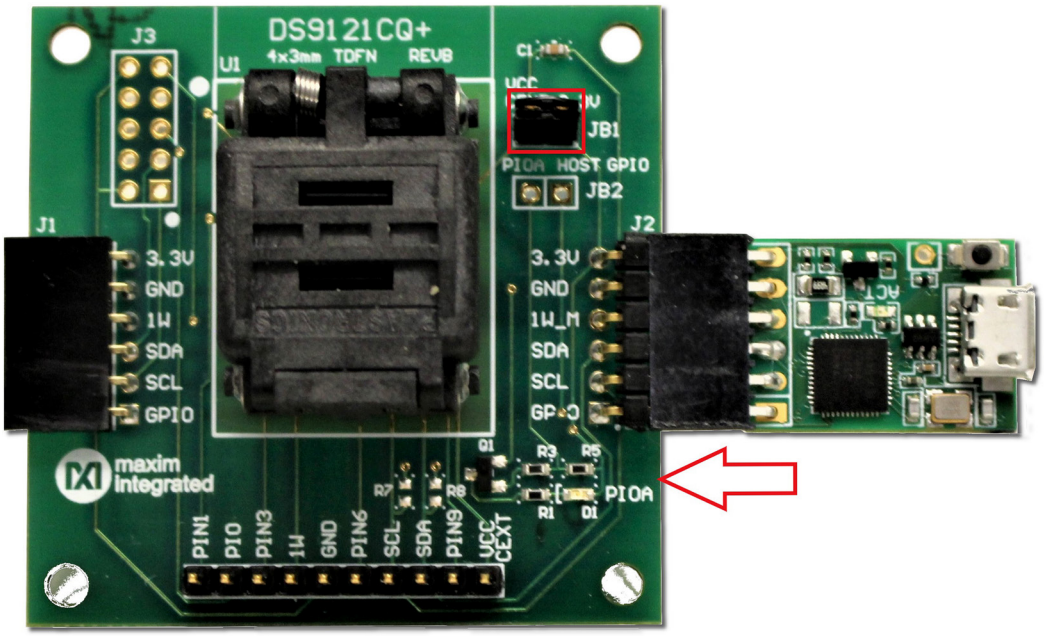

Figure 10. DS9481QA-300 and DS9121CQ
c) Connect the DS9121CQ J2, 10-pin male plug, into the DS9481P-300#, 10-pin female socket (Figure 10).
d) For the DS9121CQ+, insert jumper JB1 to use VCC (Figure 10).